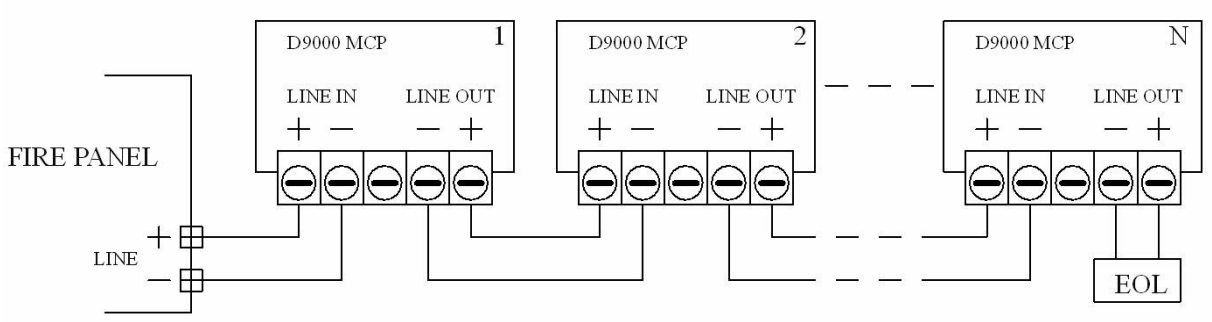

Fig. 2
- Diese Option wird erreicht, indem die Brücke auf der Platte mit Montagefuttern abgeschnitten wird. (Abb. 2)